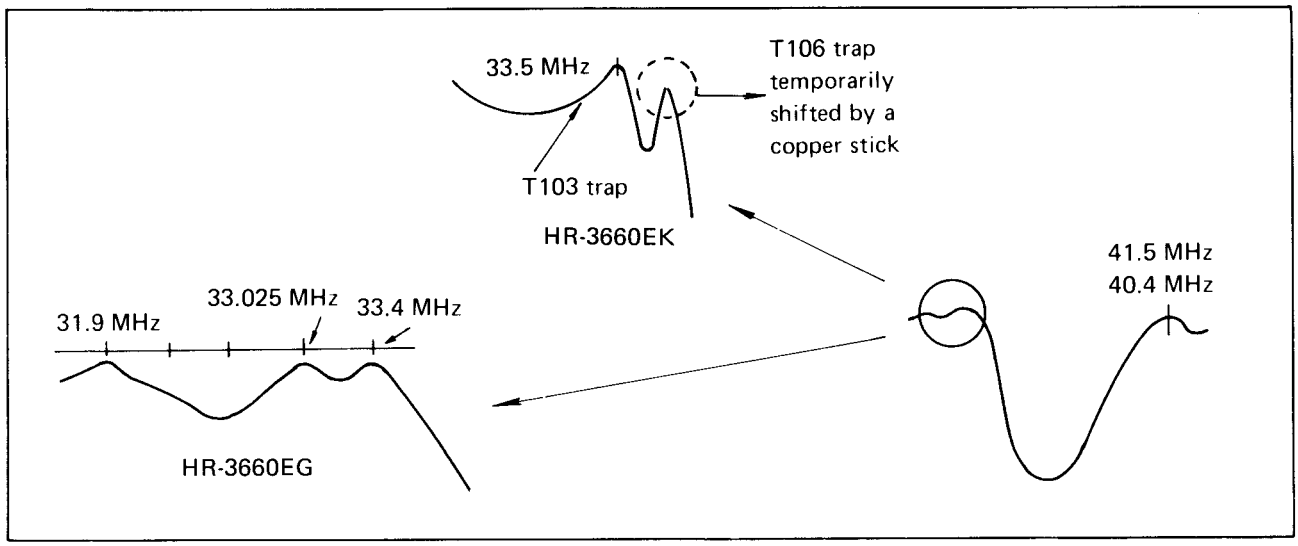

Fig. 5-47
11. Adjust the core of T103 to tune the sound trap to the 33.5 MHz (HR-3660EK), 33.025 MHz (HR-3660EG) marker. At this time, insert a thin copper stick into T106 to shift the dip caused by T106. So, T103 adjustment could be more precisely performed as shown in Fig. 5-47.